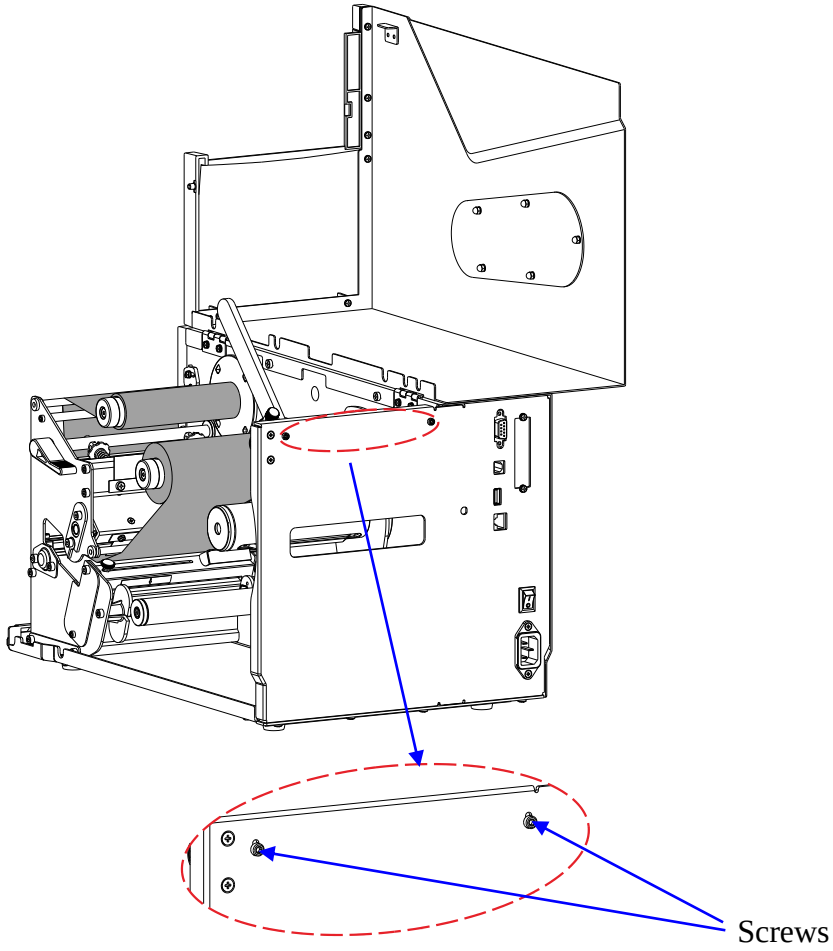

Figure 2-14 Adjusting the position of the Media Roll Guide Stopper
2. Adjust the position of the Media Roll Guide Stopper. Refer to Figure 2-14. Loosen (do not remove) the two screws securing the Media Roll Guide Stopper, and then move the Media Roll Guide Stopper upwards until it's stopped, and then fasten the two screws. This will give the media roll guide more room to rotate so as to be able to reach (no touch) the thinner 1.5″ core adapter.